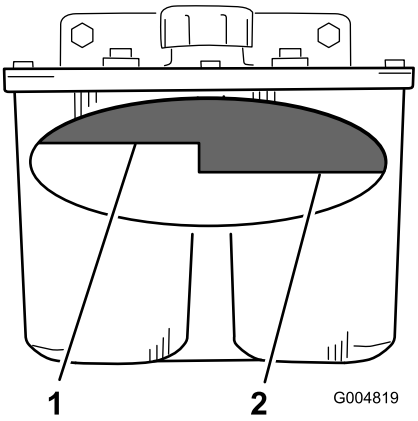

Figuur 71
2. Reinig de omgeving van de vulbuis en de dop van de hydraulische tank (Figuur 71).
3. Verwijder de dop van de vulbuis. Kijk in de vulbuis om te controleren of er nog vloeistof in het reservoir is (Figuur 71).
Opmerking: Het vloeistofpeil moet aan de bovenkant van de Warm-markering op de keerplaat staan als de vloeistof warm is (Figuur 71).